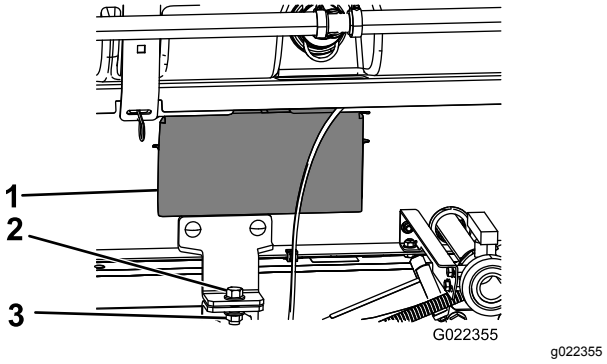

Figur 13
12. Bruk servicelukene på begge sider av tanken til å kontrollere at ingen slanger eller ledninger er kommet i klem mellom tanken og gliderammen (Figur 13).
15. Fest gliderammen for tanken til rammen med en bolt (½ x 1½ tommer) og en låsemutter (½ tomme), som vist i Figur 13.